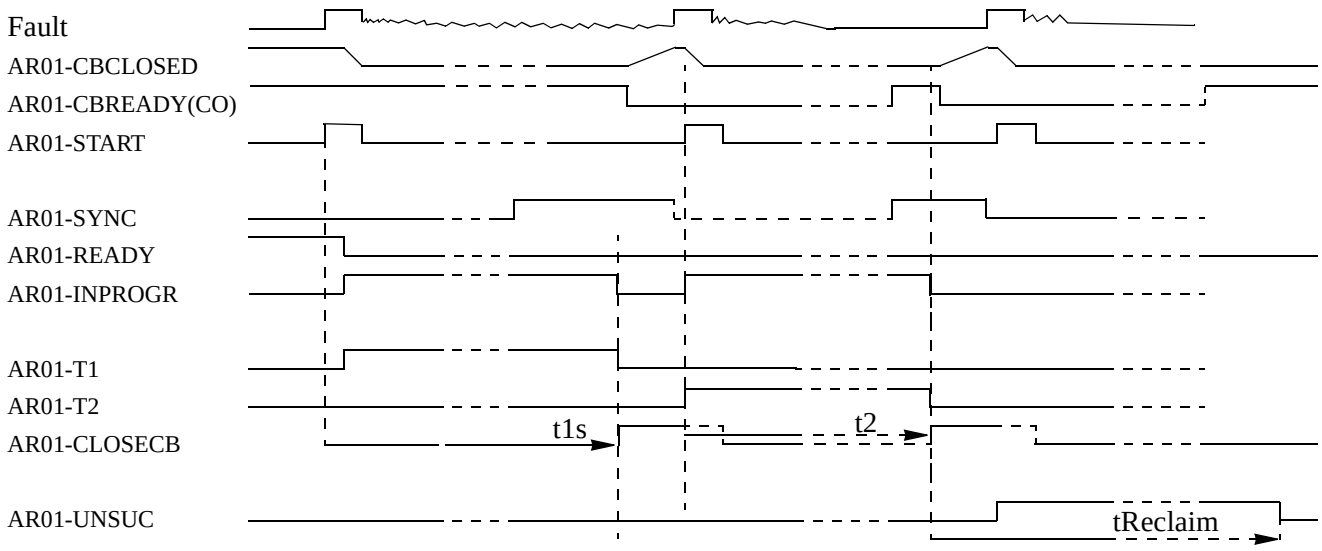

Figure 12: Example. Permanent three-phase fault, two-shot reclosing.
2.6 A few fault cases may be checked, for example, single-phase, two-phase and three-phase trips, transient, and permanent fault. The signal sequence diagrams in Figure 12: and fig12 can be of guidance for the checking.